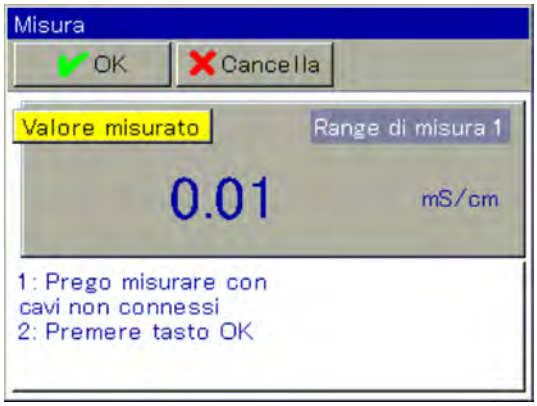

Fig. 76: Misurazione
7. Il dispositivo ora esegue una misurazione con il circuito del conduttore dell'adattatore di calibrazione aperto. Attendere una lettura stabile e confermare con "OK". (Vedi Fig. 76 .)